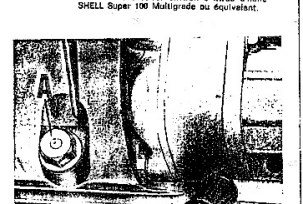

Fig. 12
**Lubrification du moteur** (voir fig. 12)